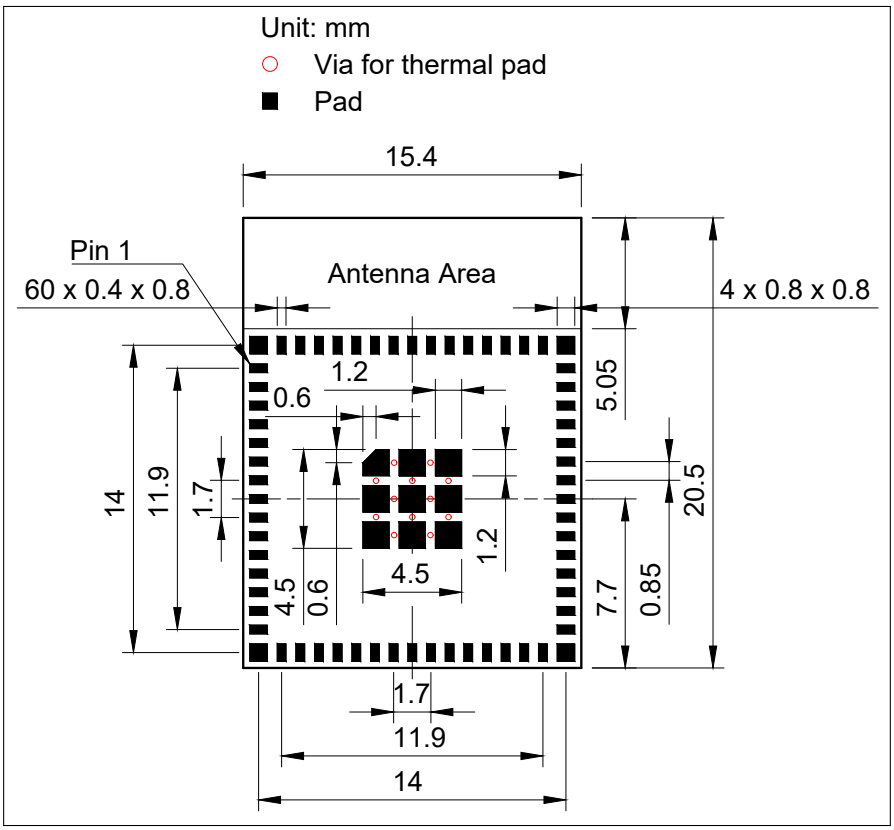
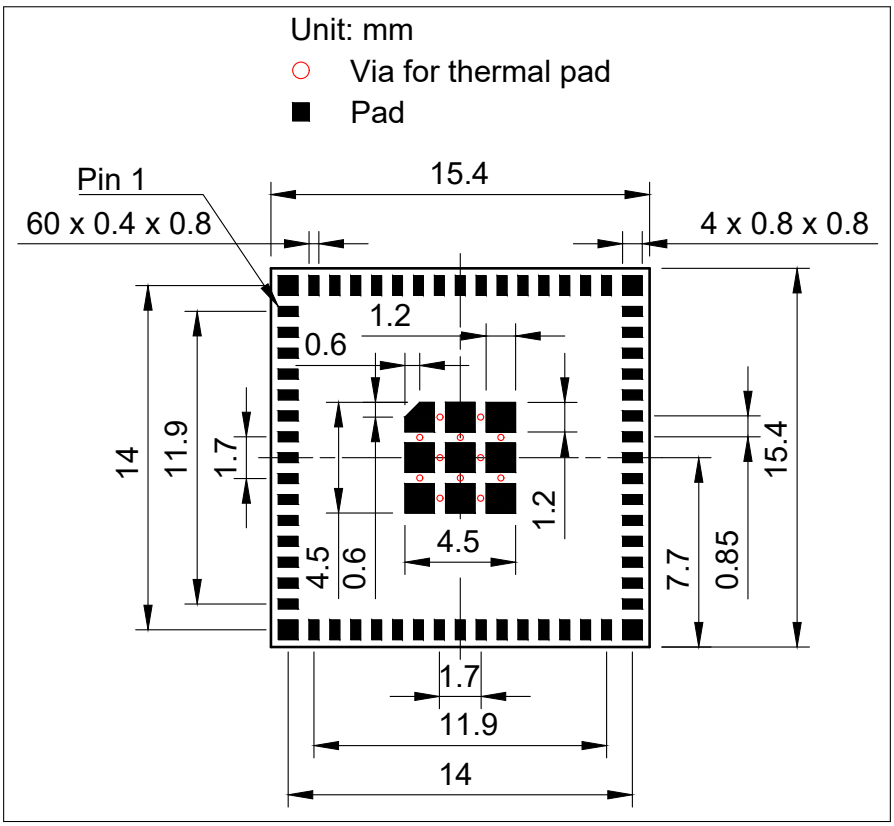

图 11: ESP32-S3-MINI-1 推荐 PCB 封装图
图 12: ESP32-S3-MINI-1U 推荐 PCB 封装图
- 推荐 PCB 封装图，标有 PCB 设计所需的全部尺寸。详见图 11 *ESP32-S3-MINI-1 推荐 PCB 封装图* 和图 12 *ESP32-S3-MINI-1U 推荐 PCB 封装图*。
- 推荐 PCB 封装图的源文件，用于测量图 11 和 12 中未标注的尺寸。您可用 Autodesk Viewer 查看 ESP32-S3-MINI-1 和 ESP32-S3-MINI-1U 的封装图源文件。